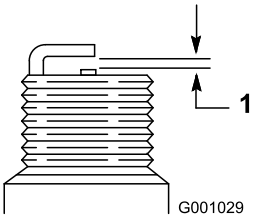

Figur 46
7. Justera elektrodgapet på det nya tändstiftet till 0,76 mm (Figur 46).